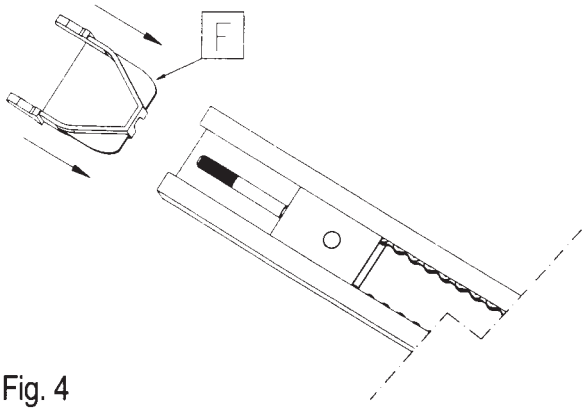

Fig. 4
- Inserte la pieza F en la guía (fig. 4).